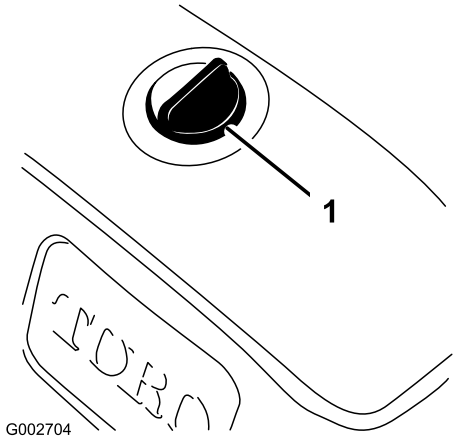

Figur 15
1. Rengør området omkring hydraulikoliebeholderens dæksel for at forhindre snavs i at komme ned i tanken (Figur 15).